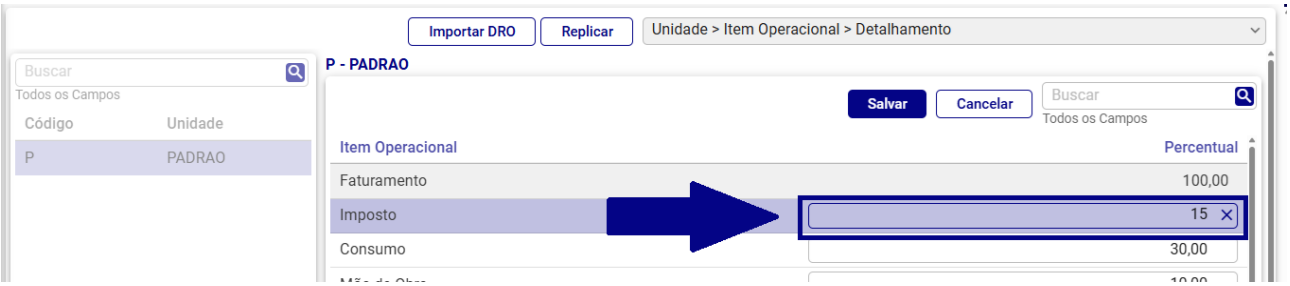

Figura 47: Alteração
- Informe diretamente na coluna **Percentual** (Figura 47) o valor desejado. Este percentual será aplicado sobre o faturamento para determinar o valor total orçado para o item.